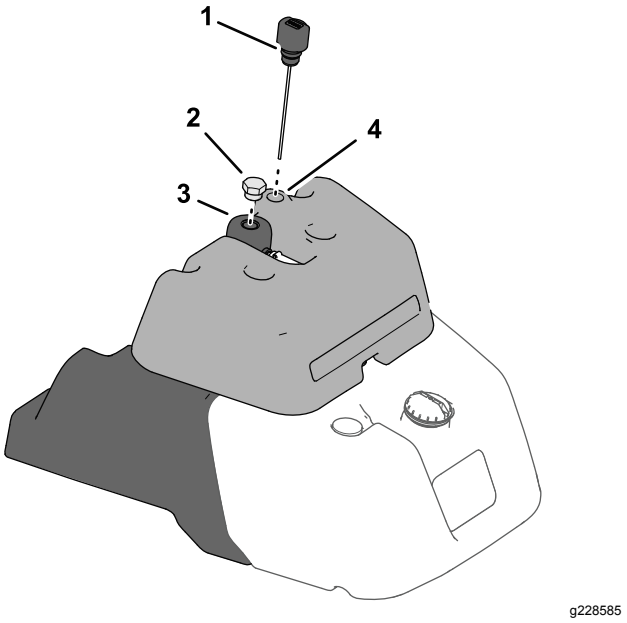

Figuur 36
- Als uw tank een brandstofmeter bovenaan de brandstoftank heeft, ga dan naar de peilstok van het hydraulisch systeem bovenaan de lekdetectortank (Figuur 36) en ga verder met stap 3.